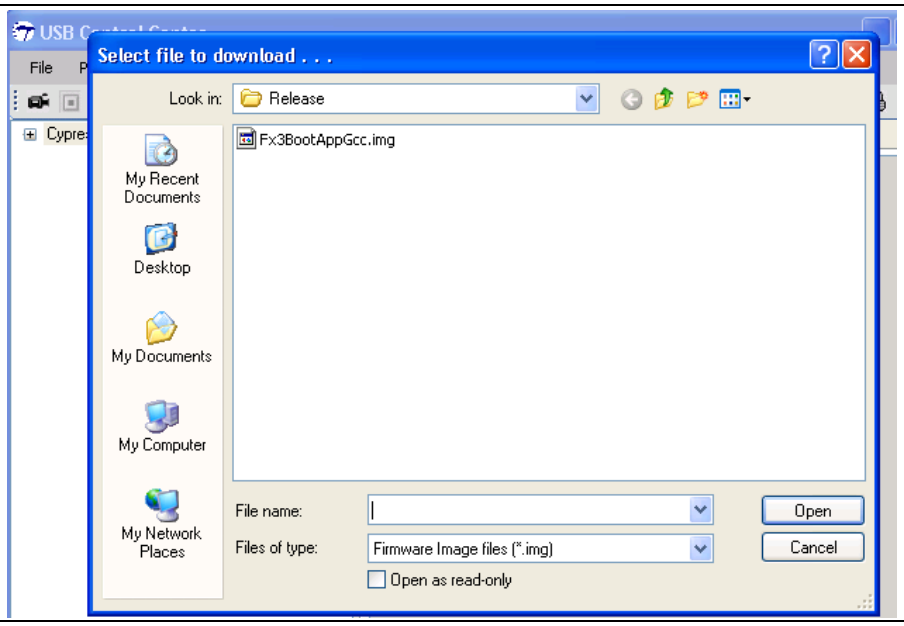

Figure 18 .img ファイルを選択
5. 次に、FX3 RAM にプログラムされる*.img* ファイルをブラウズしてください。**Figure 18** に示すように*.img* ファイルをダブルクリックしてください。